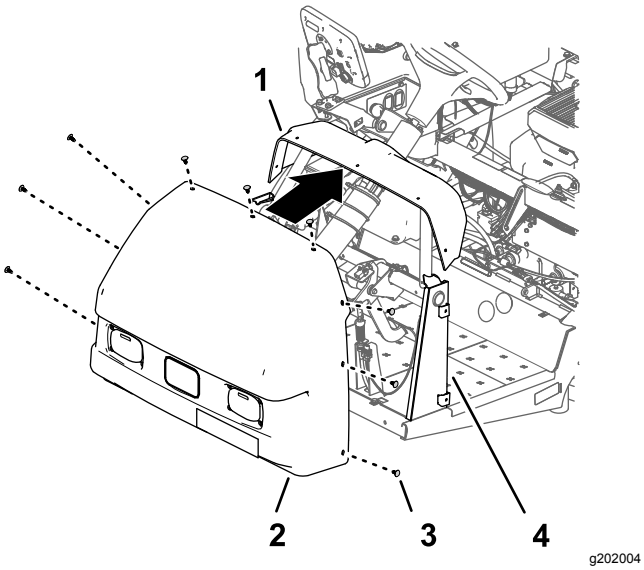

Figur 214
1. Innrett hullene i panseret med hullene i instrumentpanelet og maskinrammen (Figur 214).
2. Fest panseret til dashbordet og rammen med ni skyvefester (Figur 214).